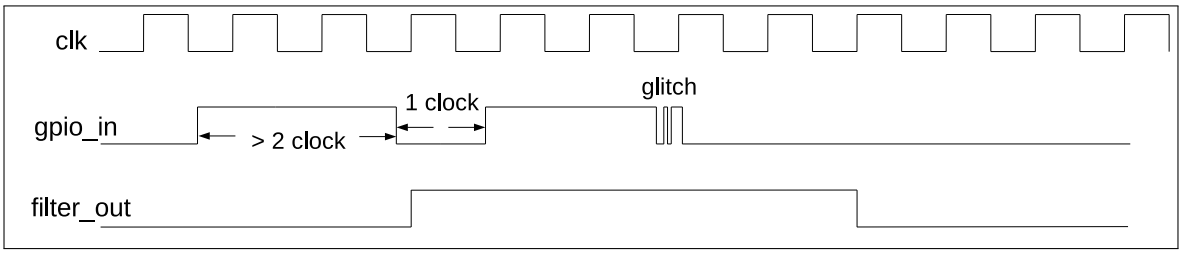

Figure 5.4-2. Filter Timing of GPIO Input Signals
2. Optionally enable the filter for pin input signals by setting the register IO_MUX_GPIO*n*_FILTER_EN. Only the signals with a valid width of more than two clock cycles can be sampled, see Figure 5.4-2.